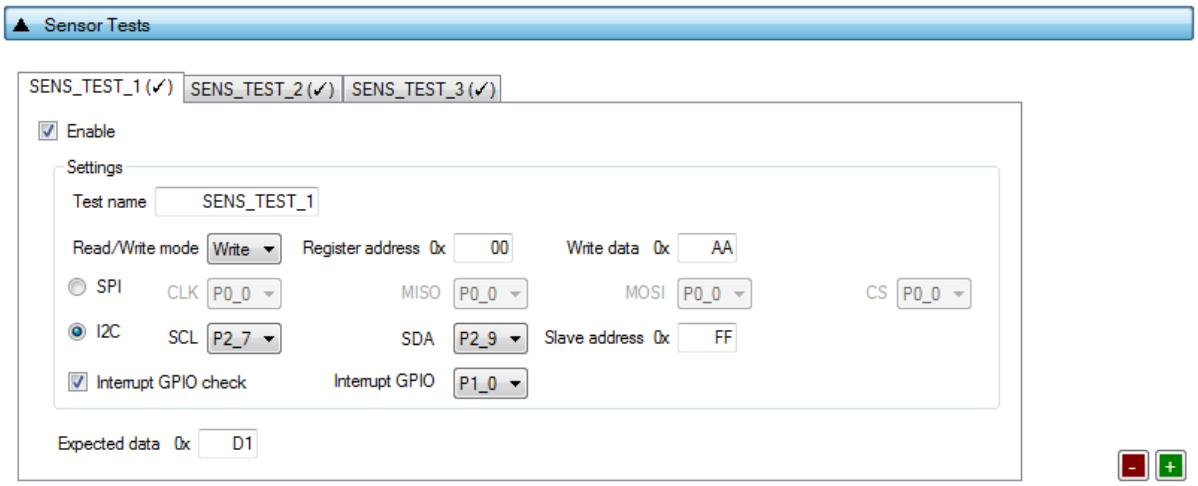

**Figure 64: Sensor Test - DA14531**
*Sensor Tests* can have multiple instances with different settings. Tests can be added and removed using the two buttons (e.g. and in Figure 64) at the bottom right side of each panel.